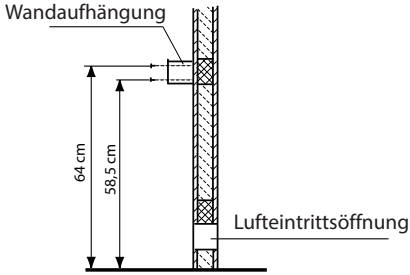

Abb. 2
1. Wandhalterung gemäß Abb. 2 + 3 mittig über der Lufteintrittsöffnung mit den beigefügten Spanplattenschrauben an der Kabinenwand festschrauben.